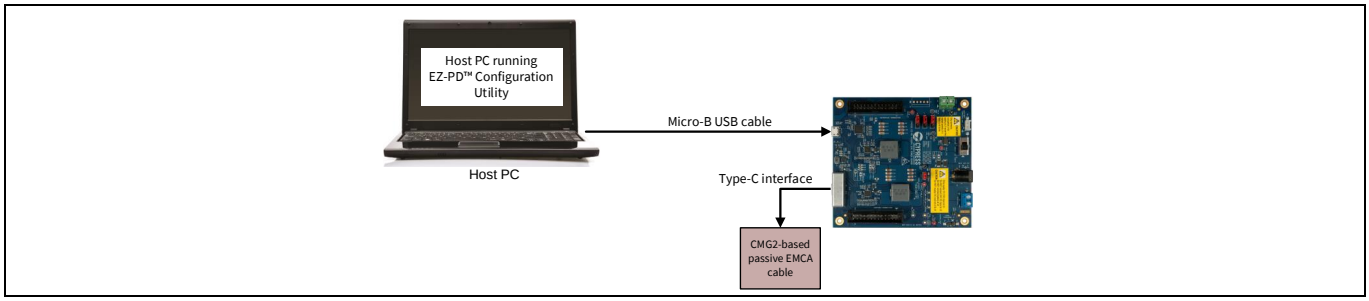

**Figure 21 System-level setup for running the EZ-PD™ Configuration Utility (single CMG2-based passive EMCA cable)**
3. Connect the CMG2-based passive EMCA cable to the CY4532 EZ-PD™ CCG3PA EVK power board, as shown in Figure 4 and repeated in Figure 21.